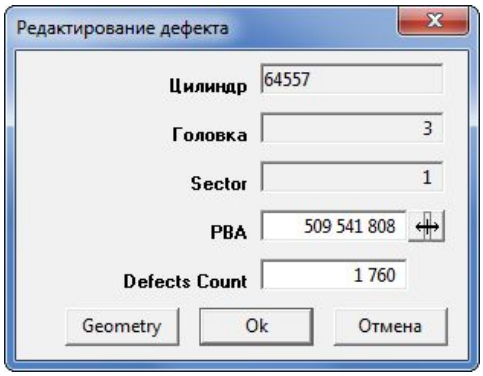

***Рис. 4.24.***
- ***Править (F2)***. При выборе любого дефекта в окне редактора дефектов становится доступной кнопка «Править», при нажатии на которую появляется окно «Редактирование дефекта», Рис. 4.24.